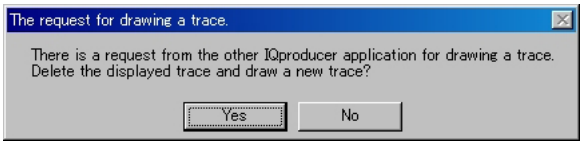

Figure 3.1.8-2 Confirmation message
2. Select **[CCDF]** from the **[Simulation]** menu or click the tool button. At this time, the confirmation message shown in Figure 3.1.8-2 appears: